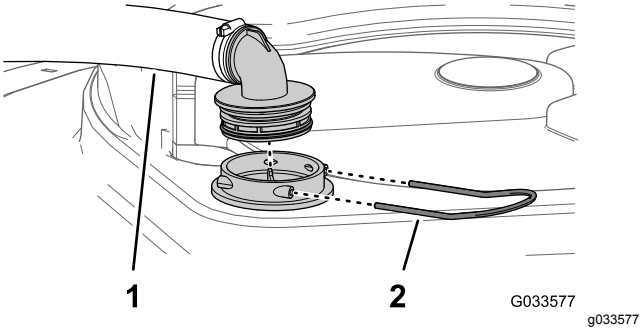

Rysunek 28
2. Na górze zbiornika zraszania zdejmij zapinkę mocującą złączkę węża zamocowaną do węża o dużej średnicy odchodzącego od obudowy filtra (Rysunek 28).
3. Odłącz wąż i złączkę węża od obudowy filtra (Rysunek 28).